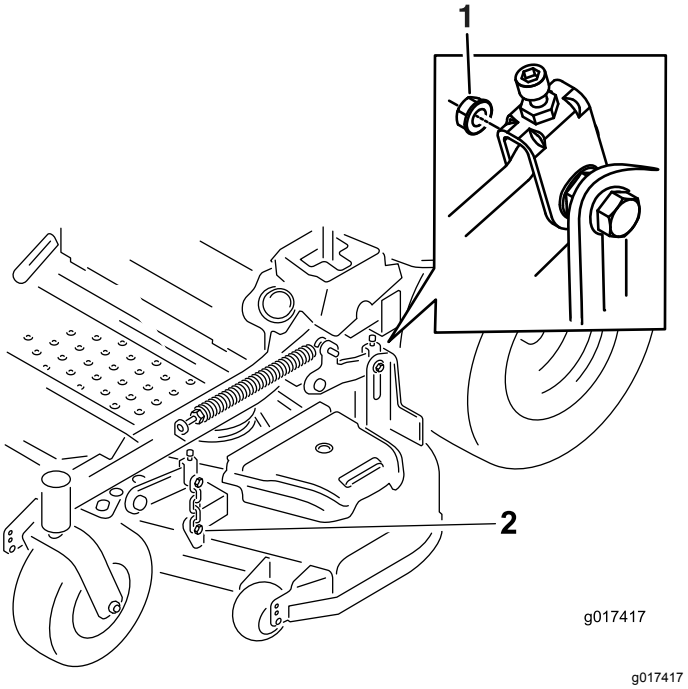

Figur 88
7. Fjern og behold skulderbolten og mutteren på bakre og fremre løfteanordning for klippeenheten på begge sider av maskinen (Figur 88).